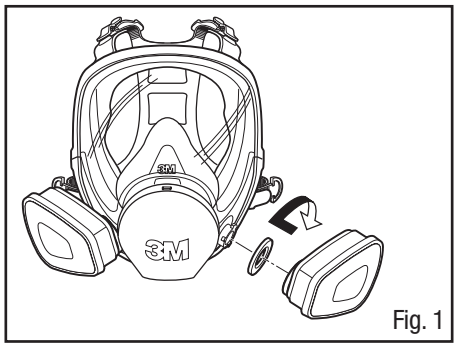

Fig. 1
3. Répéter avec la seconde cartouche (Fig. 1).